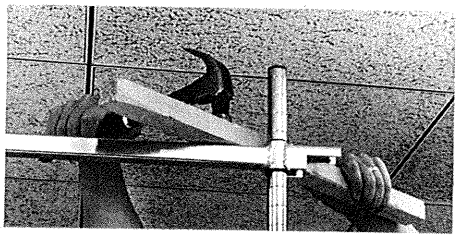
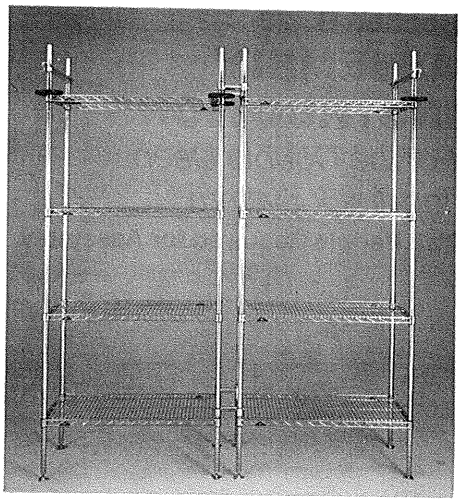

FIG. 2
FIG. 3
6. Refer to operation #12 from the stationary end unit instructions for mounting of the double bracket bars. Seat as per Note 1 (Fig. 2 and Fig. 3).